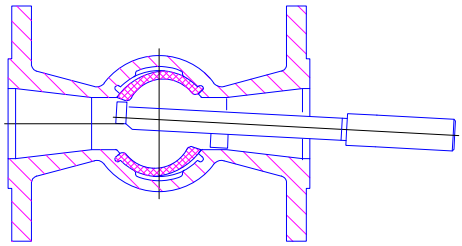

Abb. 4 / *fig. 4*
5. Büchse einhängen (Abb.4)
5. - Hang in sleeve (fig.4)